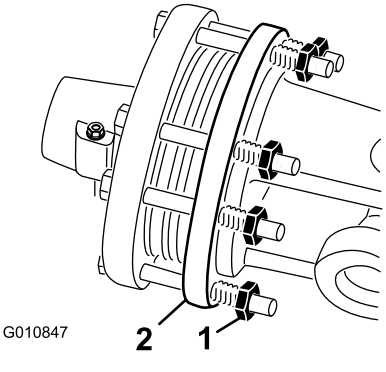

Figur 49
1. For hver sesongslutt skrur du hver av clutchmutterne to omdreininger tilbake (Figur 49).